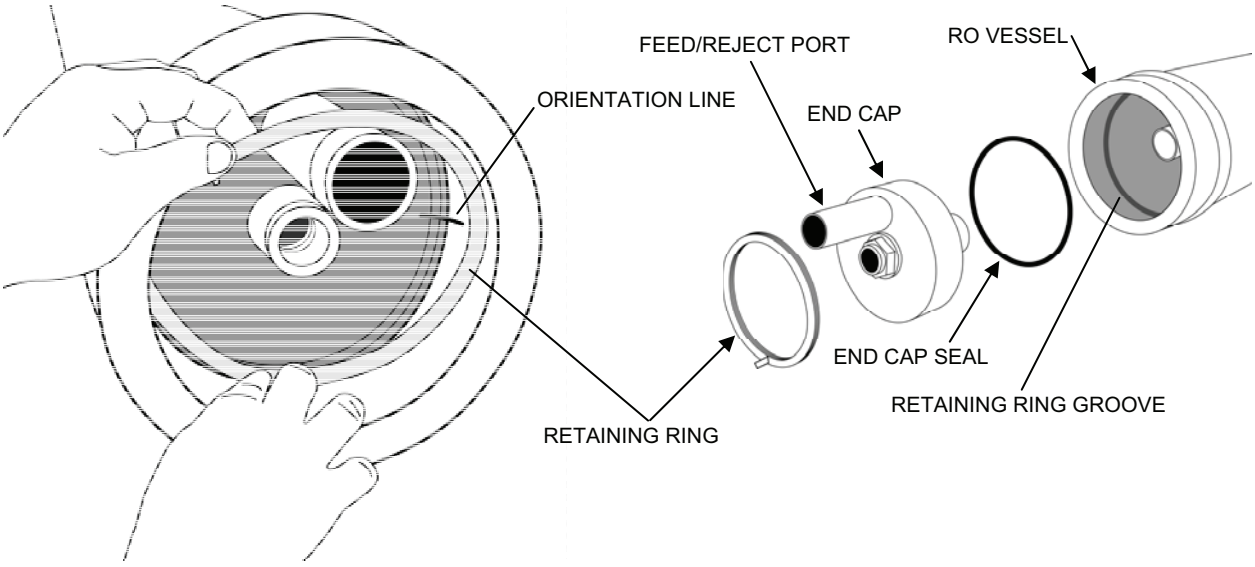

Figure 15. RO Vessel End Cap and Retaining Ring Installation.
12. Install the upstream end cap assembly as follows (Figure 15):
f. Place the tip of the retaining ring into the groove, then slide your fingers around the ring pushing it into the groove as you go until the entire ring is in the groove (Figure 15).